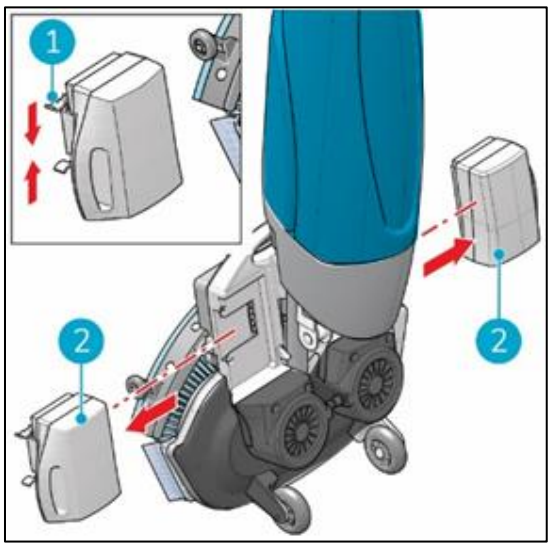

Abbildung 32
3. Drücken Sie die Halteklammer nach innen (Abbildung32, Pos. 1)Die Batterie hebt sich aus ihrer Verankerung, ziehen Sie die Batterie weg (Abbildung32, Pos. 2).